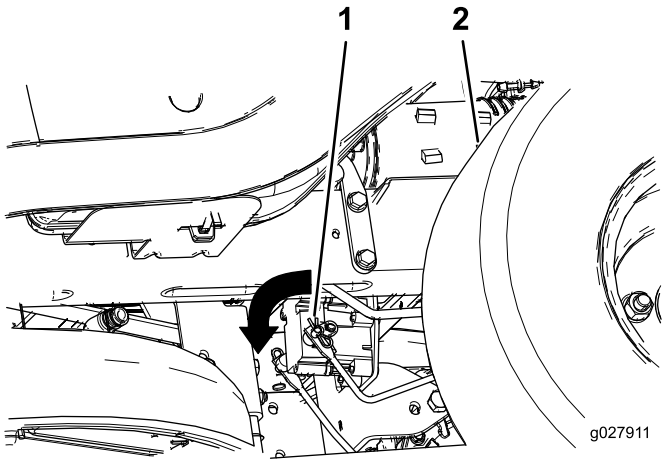

Figuur 46
2. Zoek de as van de elektrische rem waar de verbindingsarmen gekoppeld zijn (Figuur 46).